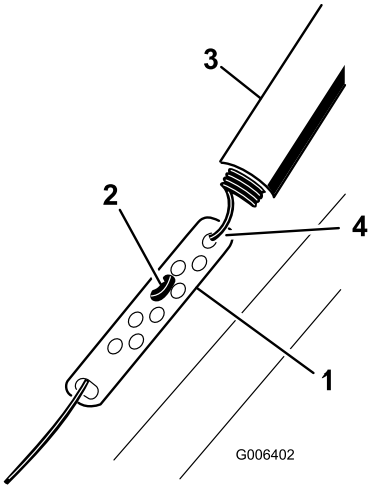

Figur 26
1. Skub fjederdækslet op, og tag fjederen af justeringsleddet (Figur 26).